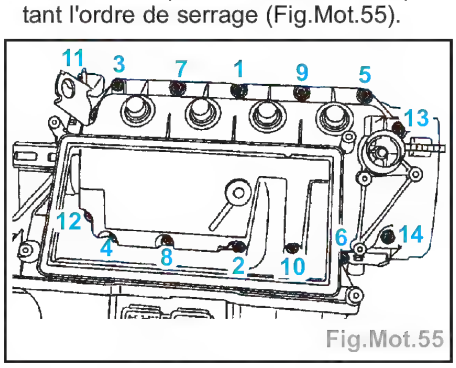

Fig.Mot.55
- Reposer le couvre-culasse en serrant les vis au couple de 1 daN.m en respectant l'ordre de serrage (Fig.Mot.55).